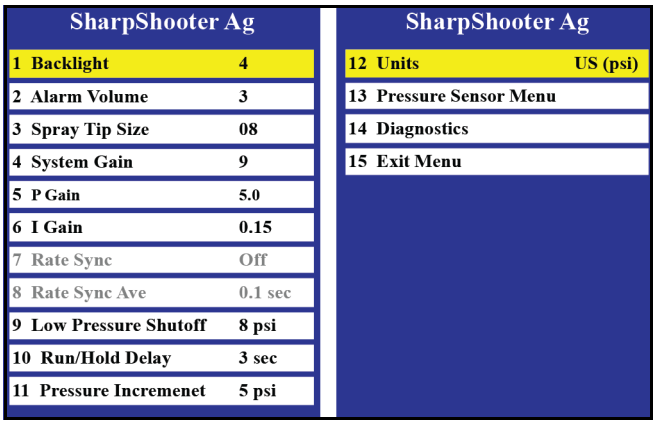

Figure 31
1. **[Figure 31] -** Power up the display, and press **MENU**. Do a check of the display parameters to verify correct settings. Reset if necessary. Reset to default valves.